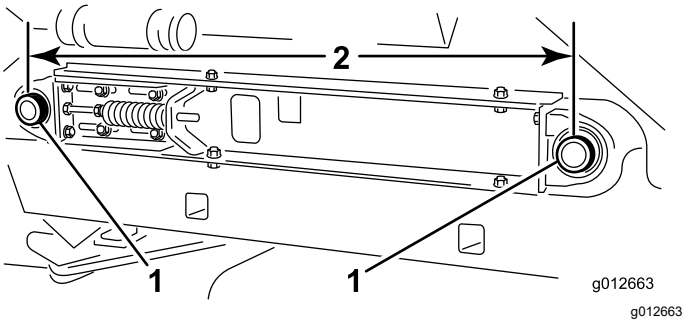

Figuur 26
7. Meet de afstand tussen de middelpunten van de rolassen van de band aan elke kant van de machine om te controleren of de afmetingen gelijk zijn (Figuur 26).